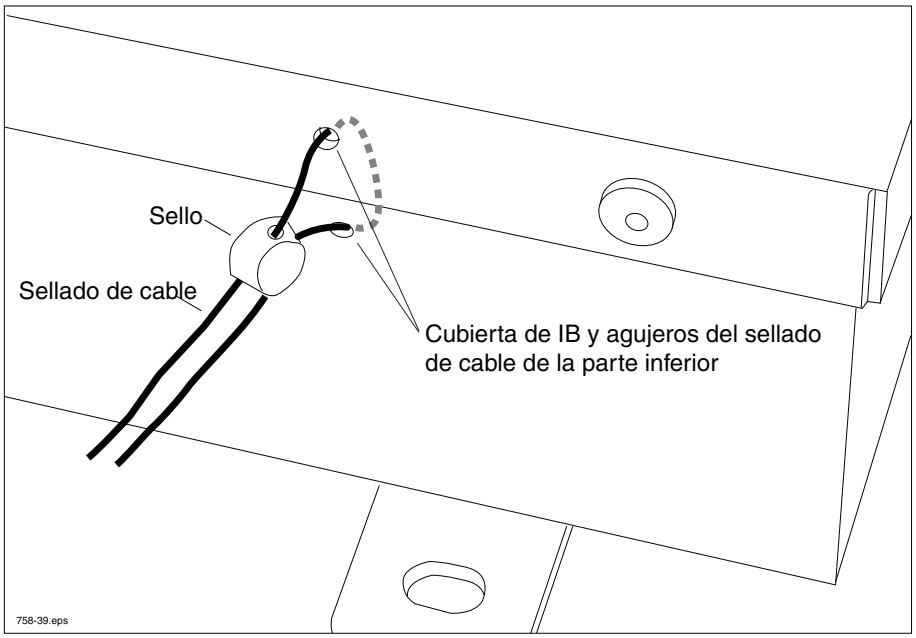

Figura 45. Sello de la IB
La cubierta de la caja de interconexión (IB) se asegura a su carcasa con 4 tornillos Torx y un hilo con sello de P y M. Los agujeros de sello se localizan en la caja de la estructura y la cubierta (ver Figura 45). Retirar la cubierta destruirá el sello.